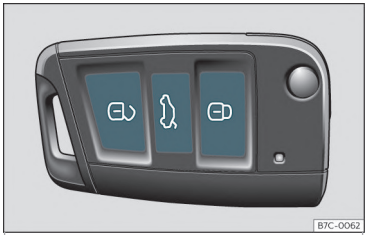

Fig. 74 Cheia cu telecomandă: butoanele.
• Încuiere: apăsați butonul »» **fig. 74** .